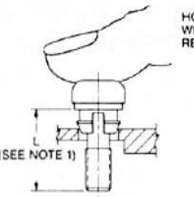

Figure 3
3. Insert captive screw into front, or top, of prepared mounting hole and push with thumb. See Figure 3.